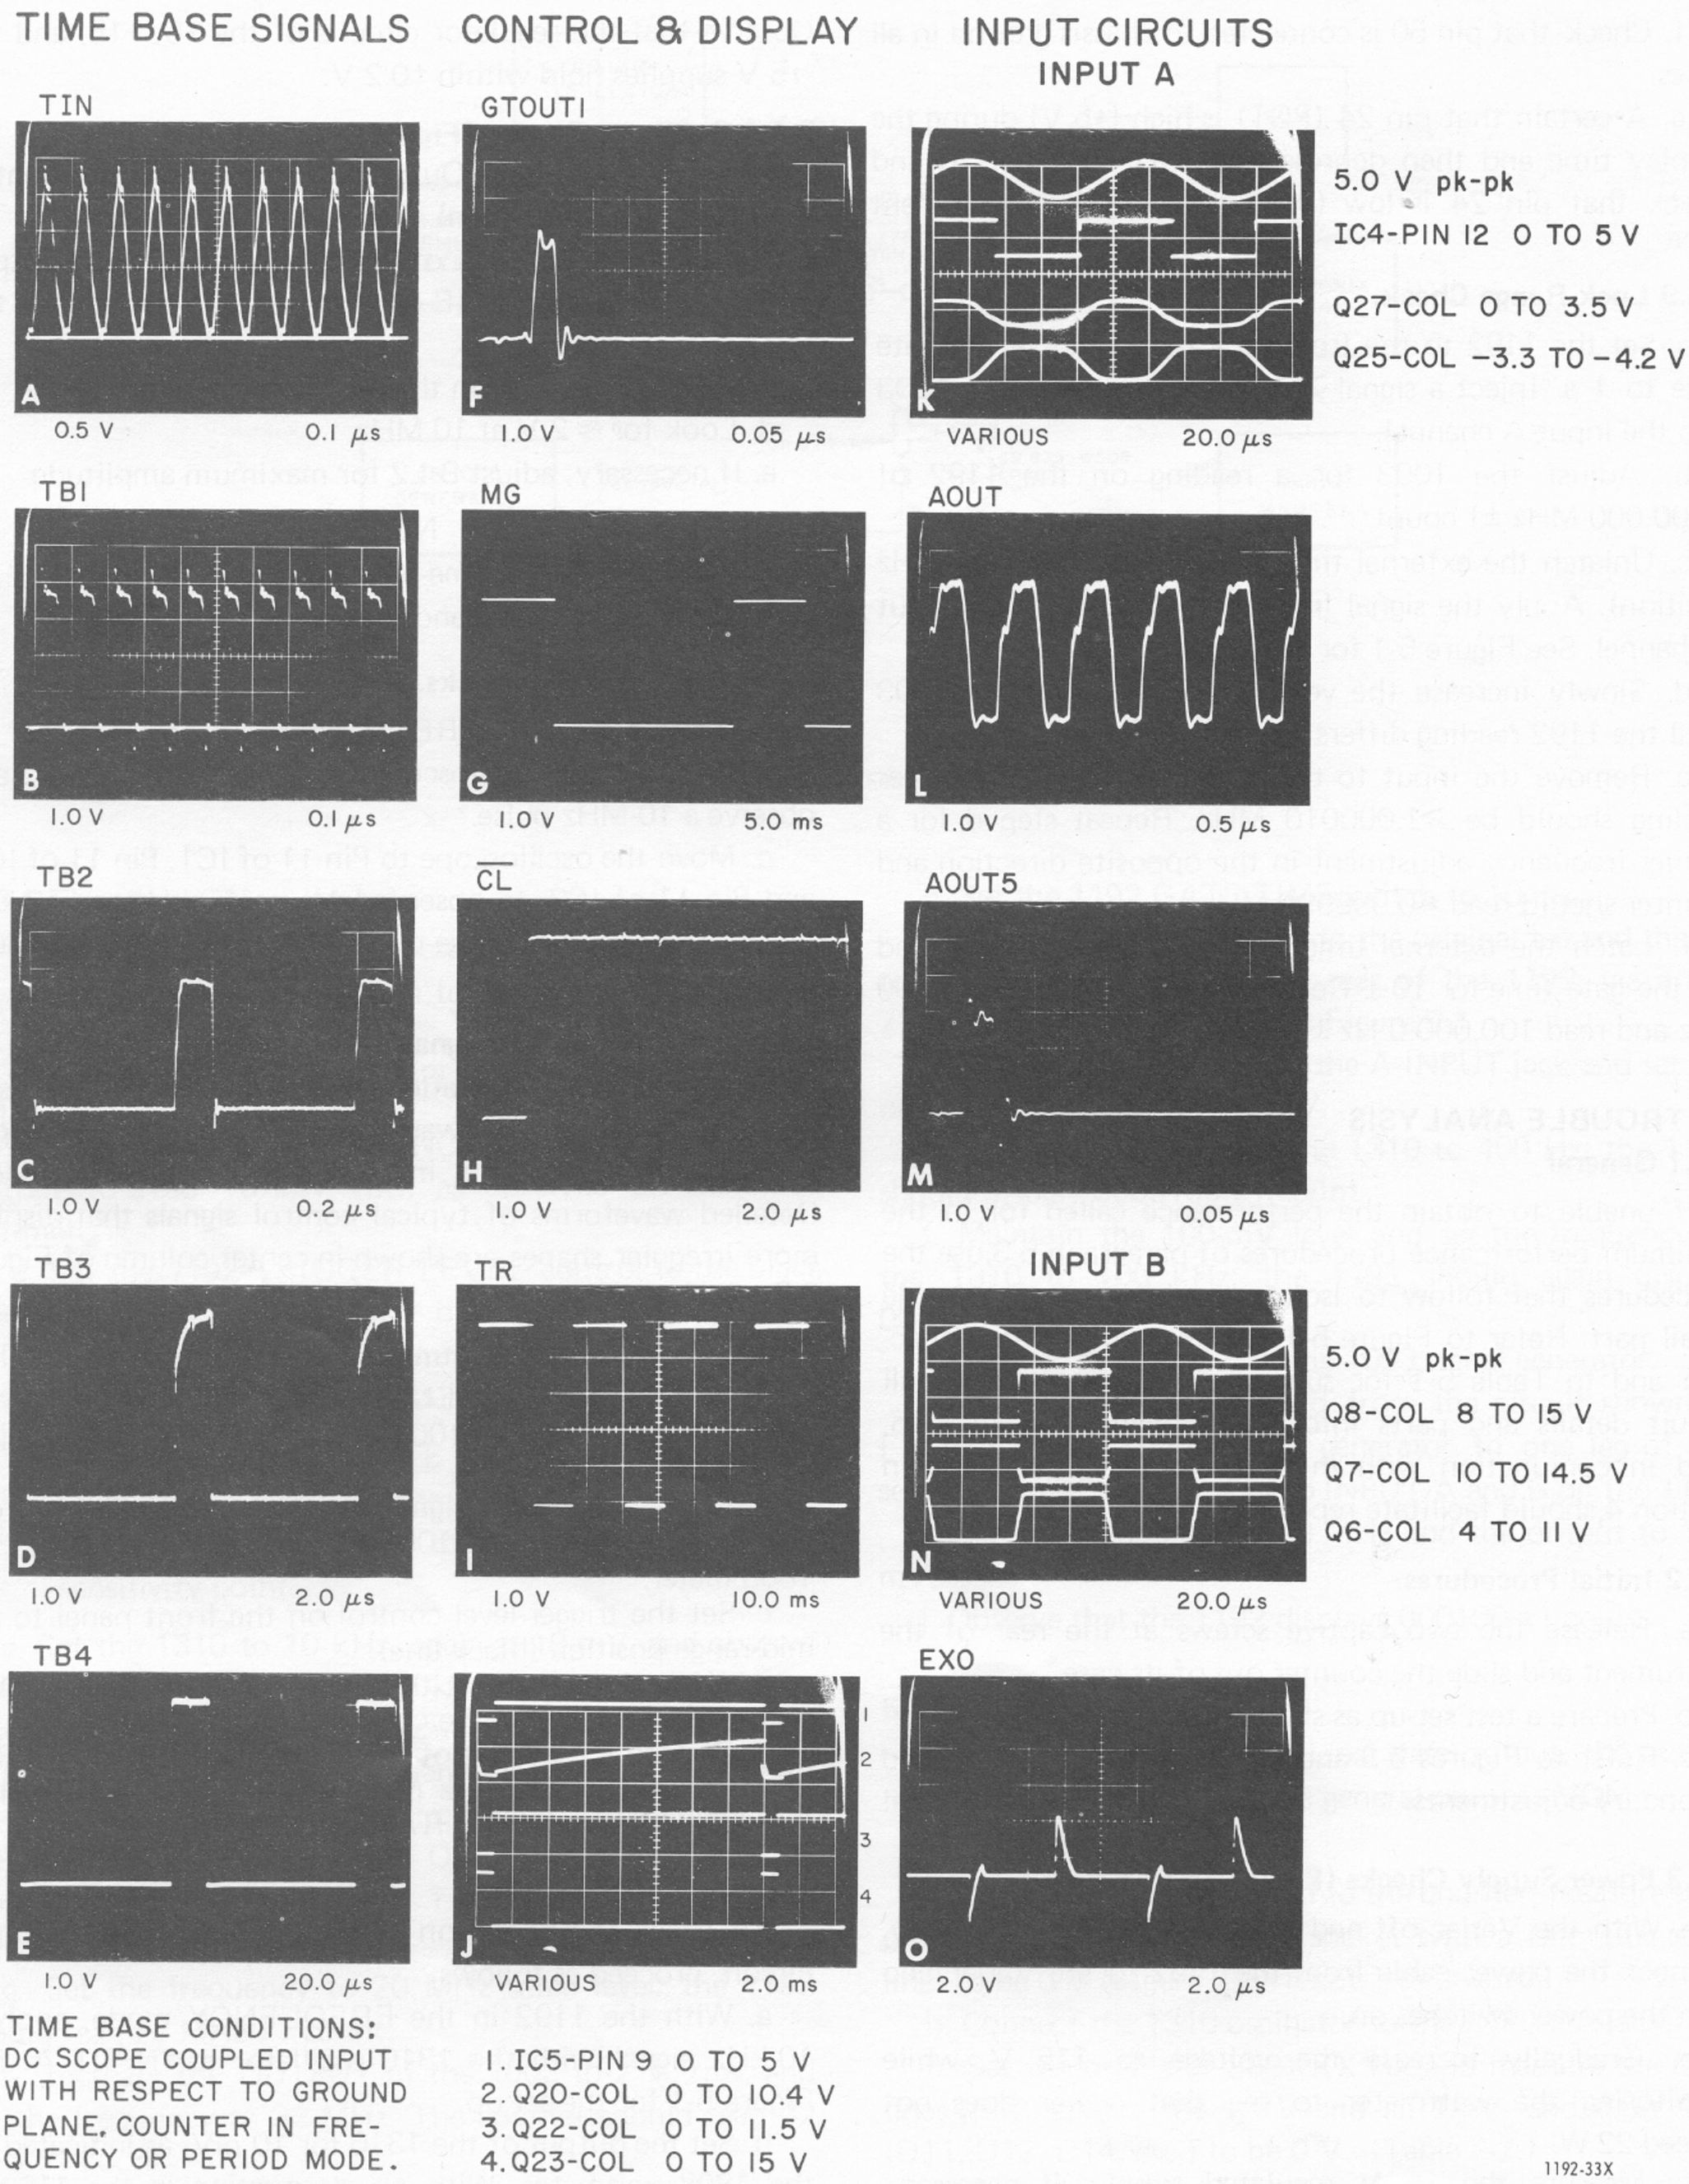

Figure 5-2. Selected waveforms typically found in a properly functioning 1192 counter.
Typical internal time-base signal waveforms are shown in the left-hand column of Figure 5-2.
To verify proper operation of internal control signals in the counter, a check of waveforms shown in the appropriate schematic diagrams in Section 6 is recommended. Detailed waveforms of typical control signals that display more irregular shapes are shown in center column of Figure 5-2.
d. Look for the waveforms shown in panel K of Figure 5-2, which are typical of properly functioning counter. Measurements are made with the X10 probe, from the test points indicated, with respect to ground.
f. Set the frequency to 10 MHz at 2.0 V (20 mV into 1192) and look for the waveform shown in panel L of Figure 5-2.
d. Look for the waveforms shown in panel N of Figure 5-2, which are typical of a properly functioning counter. Measurements are made with the probe, from the test points indicated, with respect to ground.
determined by the 1808 meter) and look for the waveform shown in panel O of Figure 5-2.